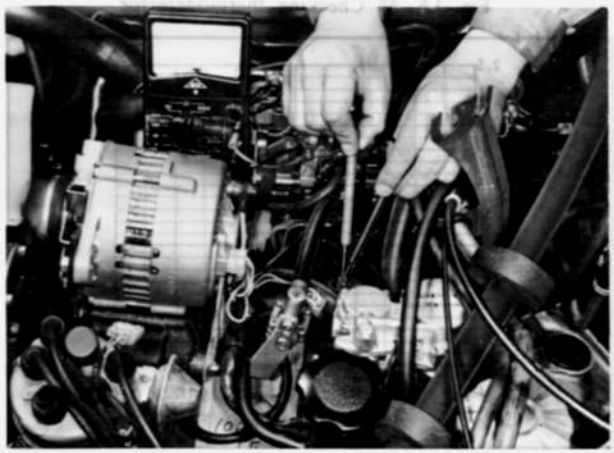

Fig. 1A–43 Checking thermosensor
2. Connect the ohm meter as shown in Fig. 1A–44, and check the resistance. The readings as shown below indicate that the thermosensor is normal;